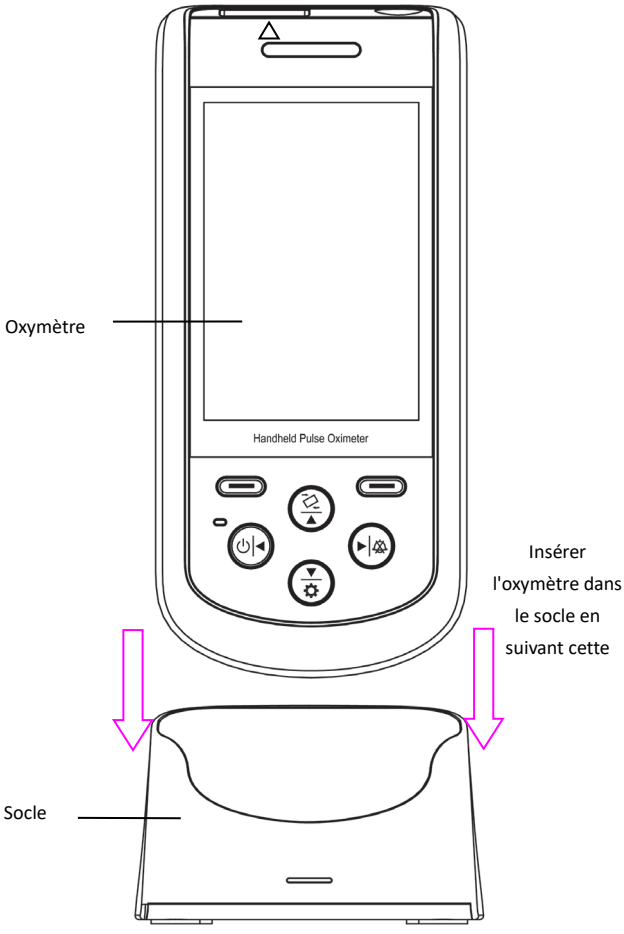

Figure 2.2 Connexion entre l'oxymètre et le socle
2) Poser correctement l'appareil sur le socle en respectant la polarité, comme indiqué dans la Figure 2.2.